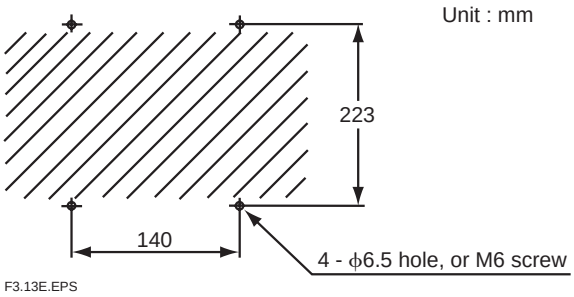

Figure 3.16 Mounting holes
(1) Make a hole in the wall as illustrated in Figure 3.16.